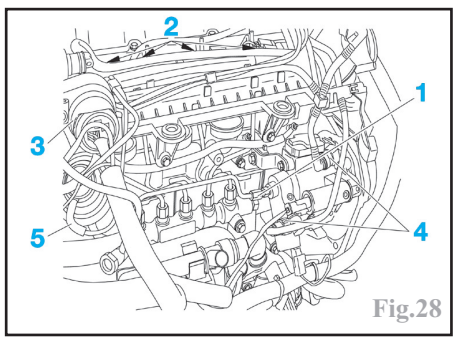

Fig.28
-la canalisation haute pression (1) en sortie de pompe en maintenant le raccord sur de la pompe (Fig.28).